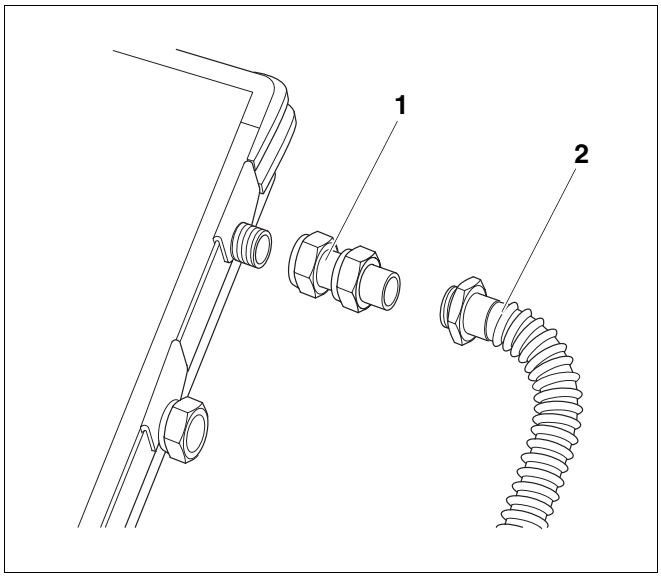

Afb. 51 Vertrekleiding DBS-compleetstation aansluiten
Bij de montage van de aansluitleidingen (evenals van de Tichelmannbocht) aan de rechterzijde van het collectorveld moeten de bijgeleverde dubbele schroefkoppelingen (afb. 51, **pos. 1**) gebruikt worden.
- Schroef de zijde van de dubbele schroefkoppeling (afb. 51, **pos. 1**) aan de witte dichting van de collector.
- Sluit de vertrek- en retourleidingen (afb. 51, **pos. 2**) aan de collector aan met behulp van een montage- of steeksleutel SW 27.